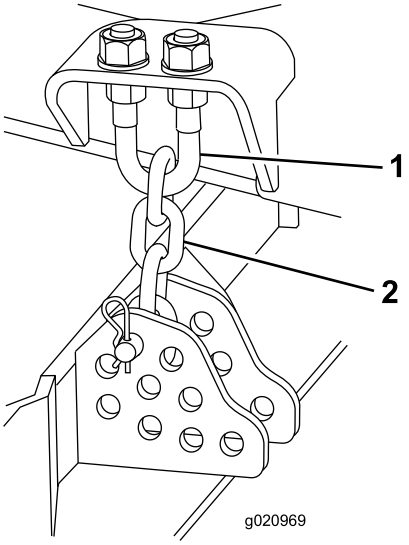

Figur 76
4. Fjern låseclipsen og gaffelbolten, som fastgør klippehøjdekæderne til plæneklipperskjoldets bageste del (Figur 76).